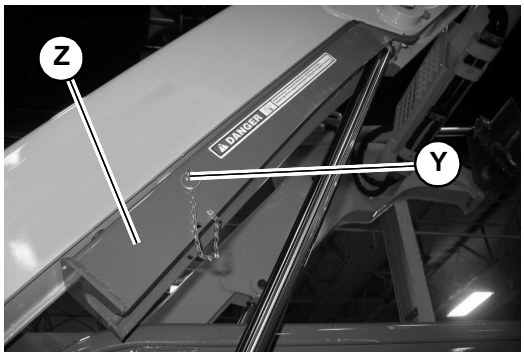

Fig. 61 – Lift Arm Support in Storage Position
8. Position the lift arm support (Z, Fig. 61) into the storage position and insert the retaining pin (Y) through the lift arm support (Z) and through the hole in the storage bracket to hold the lift arm support in the storage position.